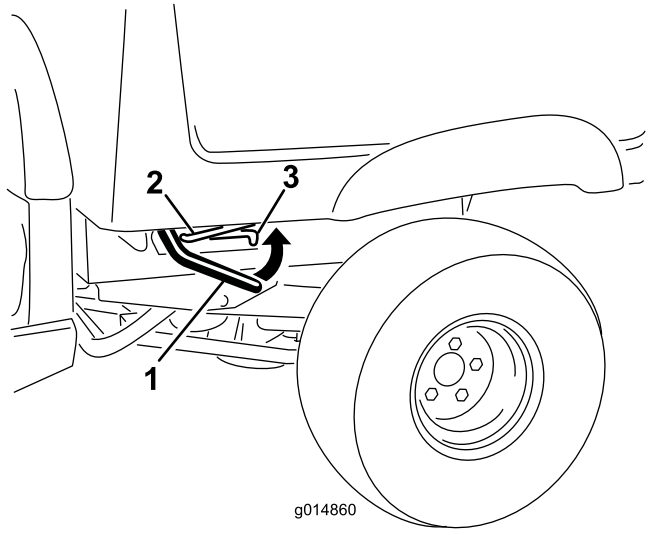

Figur 10
1. Løft låsegrebet på hver side i nærheden af ladets forreste hjørne, og løft ladet op (Figur 10).
1. Hæv ladet en anelse ved at løfte låsegrebet op (Figur 10).
2. Træk støttepinden ud af den forsænkede åbning (Figur 10).
3. Sænk ladet, indtil det låses på plads (Figur 10).